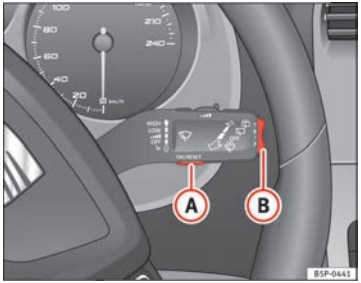
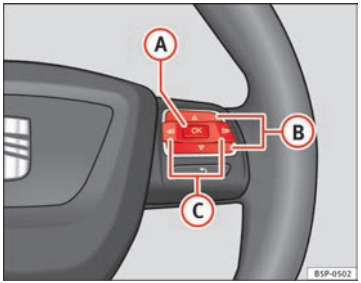

Abb. 45 Scheibenwischerhebel: Taste A zur Bestätigung von Menüpunkten und Wippe B zum Wechseln der Menüs
Abb. 46 Bedienelemente am Lenkrad: Taste A zum Bestätigen der Menüpunkte und Tasten B zum Wechseln der Menüs
– Drücken Sie die Taste (A) am Scheibenwischerhebel. Das Menü **Einstellungen** wird aufgerufen.
– Zum Aufrufen des Menüs „Einstellungen“ drücken Sie die Taste (C) ⇒ Abb. 46, bis die entsprechende Anzeige am Display erfolgt. Nun befinden Sie sich in diesem Menü.
– Wählen Sie mit der Taste (B) die Option **Winterreifen**.
– Drücken Sie die Taste (A). Das Menü **Winterreifen** wird aufgerufen.
– Wählen Sie mit der Taste (B) den Menüpunkt **+10 km/h** bzw. **– 10 km/h** und drücken Sie die Taste (B), um die am Display angezeigte Geschwindigkeit zu erhöhen bzw. zu verringern.
– Wählen Sie mit der Taste (B) den Menüpunkt **EIN / AUS**, um die Geschwindigkeitswarnung ein- oder auszuschalten. Bei ausgeschalteter Geschwindigkeitswarnung erscheinen am Display drei Bindestriche **---**.
– Zum Umschalten zwischen den Speichern drücken Sie bei eingeschalteter Zündung kurz die Taste A ⇒ Abb. 45 ⇒ Seite 71 am Scheibenwischerhebel oder die Taste OK am Multifunktionslenkrad ⇒ Abb. 46 ⇒ Seite 71.
In der Multifunktionsanzeige können Sie durch Betätigen der Wippe B ⇒ Abb. 45 ⇒ Seite 71 am Scheibenwischerhebel oder durch Drücken der Taste △ bzw. ▽ ⇒ Abb. 46 am Multifunktionslenkrad* die folgenden Daten abfragen.
– Drücken Sie die Taste ▷ bzw. ◁ am Multifunktionslenkrad* ⇒ Abb. 46, bis das Menü **Fzg-Status** angezeigt wird.